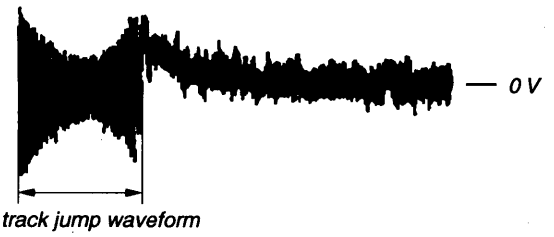

Fig. 3
7. Press ▶▶I or I◀◀ key and observe the 100 track jump waveform. Check that no traverse waveform appears for both ▶▶I or I◀◀ directions. (See Figures 3 and 4.) It is acceptable if the traverse waveform appears only now and then, but if it appears constantly, raise tracking gain slightly and check step 7 again.